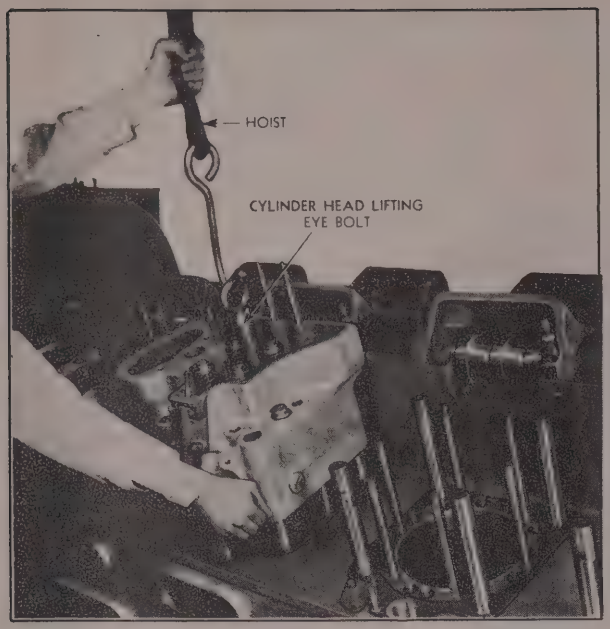

Fig. 3J
21. Attach hoist to eyebolt and lift head from cylinder block. (See Fig. 3J.)